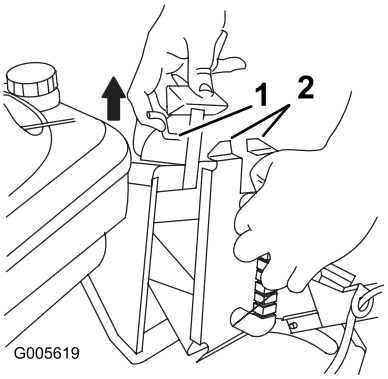

Figur 23
3. Løft lukelåsen på lukehåndtaket og skyv den øverste delen av pluggen helt inn mens du beveger lukehåndtaket bakover (Figur 23).
4. Slipp lukelåsen slik at den hektes over tappene på pluggen (Figur 23).